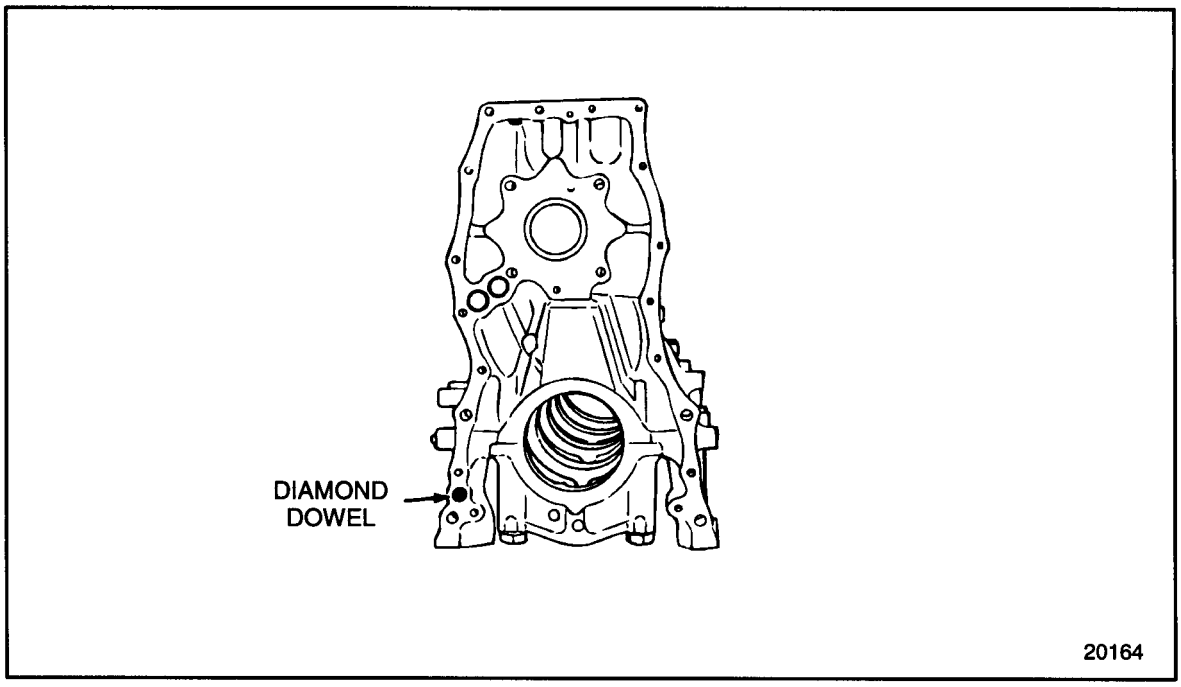

Figure 1-214 Cylinder Block Locating Diamond Dowel
3. Using a suitable lifting sling made of cloth or leather, position the bull gear and camshaft idler gear opening of the gear case over the gear case alignment plug. Index the hole in the gear case mating surface with the diamond dowel at the lower left corner of the cylinder block. See Figure 1-214.